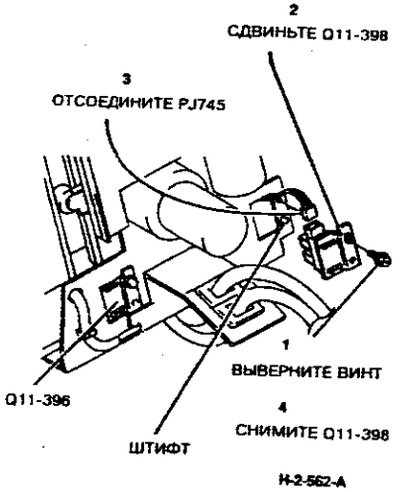

**Рисунок 2. Снятие датчиков (Q11-398 и Q11-396)**
5. (Рисунок 2) Снимите датчик положения сшивания (Q11-398) или датчик положения "без сшивания" (Q11-396).
*ПРИМЕЧАНИЕ: (Рисунок 2) Процедуры снятия датчиков Q11-398 и Q11-396 идентичны. Здесь рассматривается процедура снятия датчика Q11-398.*
2. Убедитесь, что установочный штифт попадает в отверстие в монтажной скобе датчика (см. рисунок 2).